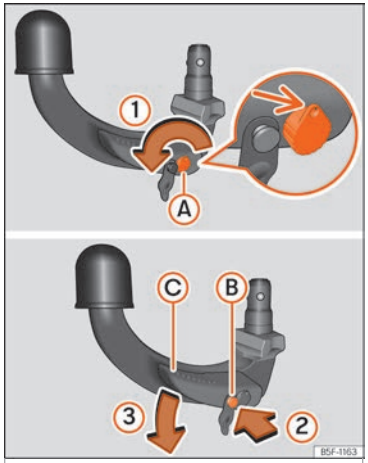

Fig. 172 Tow hook reserve position
- Insert and turn the key in the direction of the arrow ››› Fig. 172 ① until the hole in the key faces upwards (arrow).
- Press the release bolt ››› Fig. 172 Ⓑ in the direction of arrow ②, while pressing lever Ⓒ in the direction of arrow ③ as far as it will go.